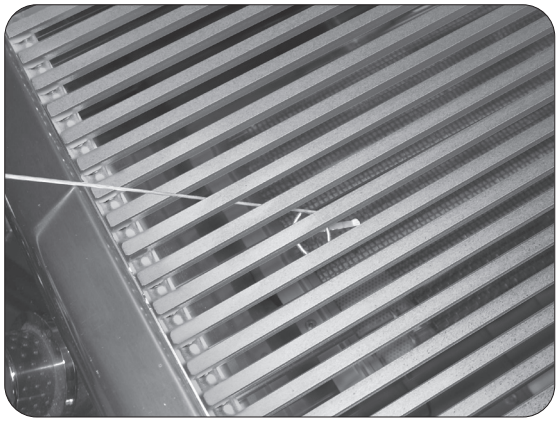

Fig. 35-2 Manual lighting
2. Insert either a burning long-barrel butane lighter, a burning long-stem match, or a burning match held by a wire extension holder through the cooking grid opening to the top of the burner (Fig. 35-2).
4. If the burner does not light within five (5) seconds of turning the control knob, **immediately depress the knob and turn the valve to OFF**. WAIT FIVE (5) MINUTES before repeating steps 2 through 4 of the MANUAL LIGHTING instructions.